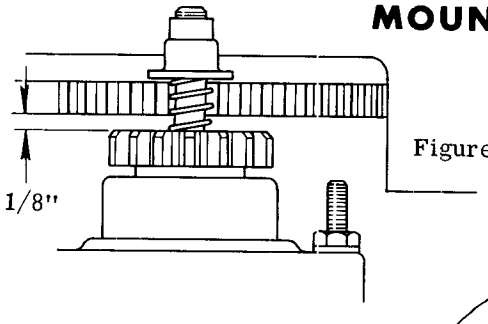

Figure 1
2. With Bendix gear disengaged, there should be at least 1/8" CLEARANCE between the upper face of the Bendix gear and the lower face of the flywheel gear. (See figure 1)